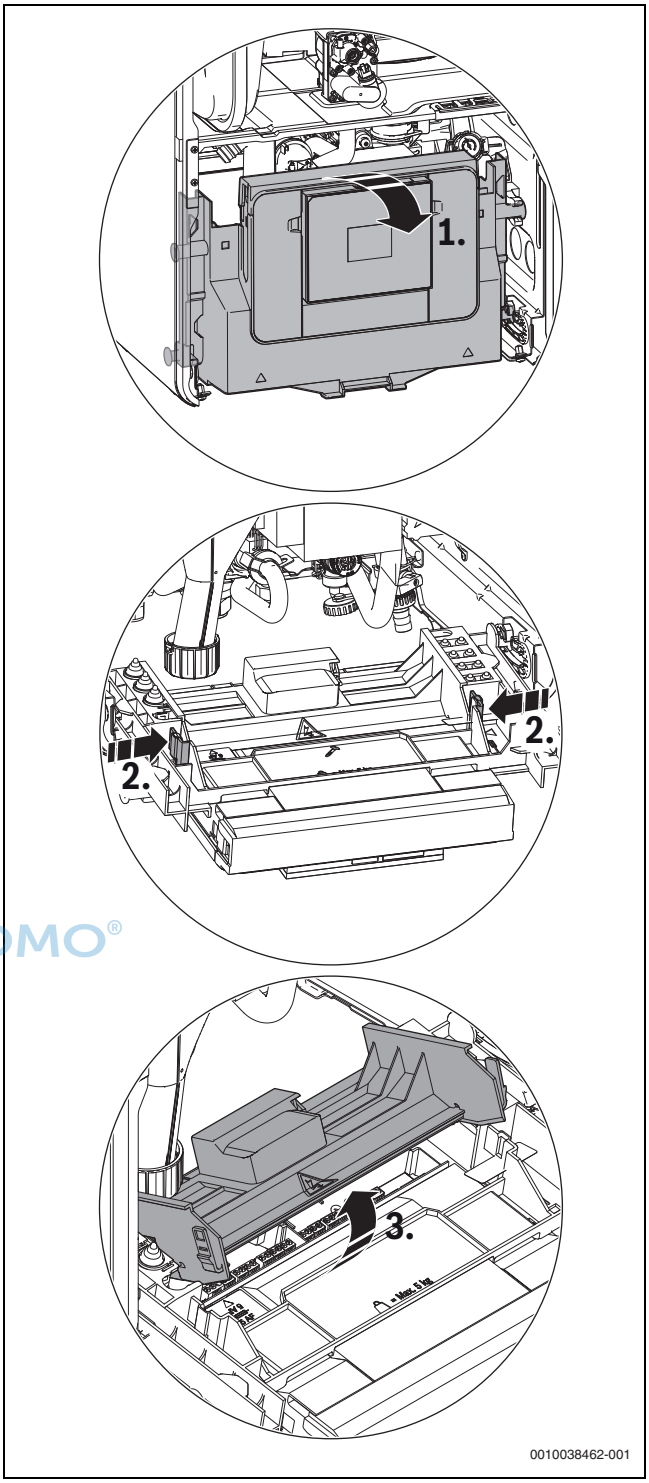

Bild 48 Abdeckung aufklappen
- Steuergerät nach unten klappen (→ Bild 48).